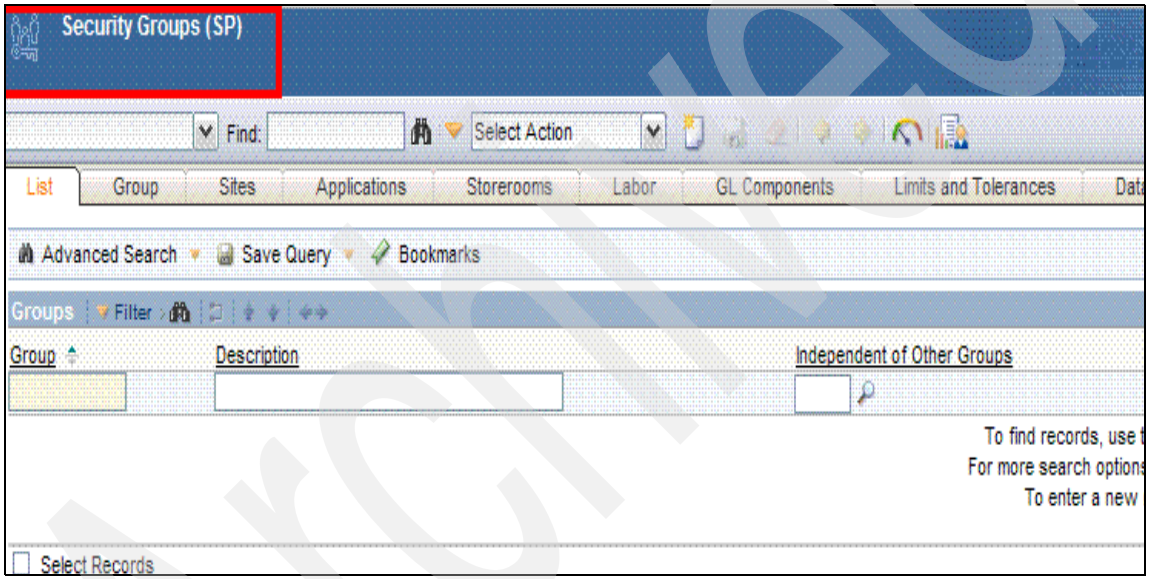

Figure 10-1 The Security Groups (SP) application
Security access in the Tivoli Process Automation Engine is controlled through security groups. By membership in security groups, users are granted authority for applications (including read, save, new and delete access), application actions, and data. By adding the Customers tab to the application, IBM Maximo for Service Providers (SP) provides a way to improve restriction/permission rules based on customer-related field associations to records. Figure 10-1 shows the Security Groups (SP) application.